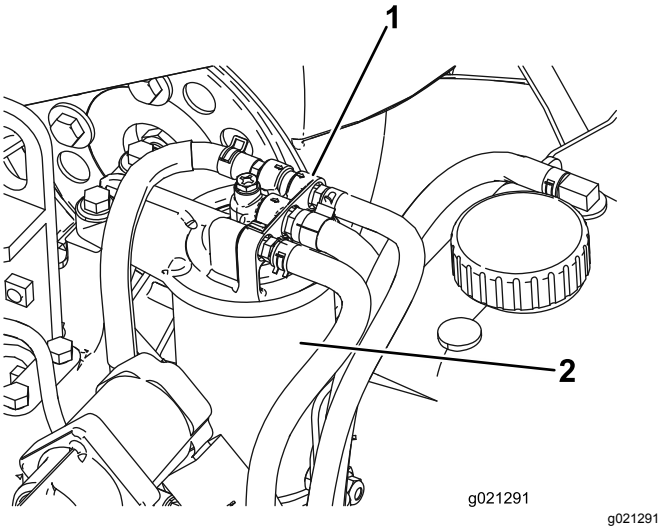

Figur 60
1. Rengjør området rundt motordrivstoff-filteret (Figur 60).
2. Fjern filteret og rengjør hodemonteringsoverflaten (Figur 60).